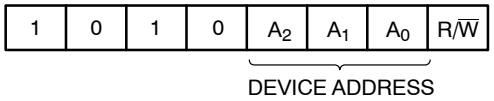

Figure 3. Slave Address Bits
The Master initiates data transfer by creating a START condition on the bus. The Master then broadcasts an 8−bit serial Slave address. The first 4 bits of the Slave address are set to 1010, for normal Read/Write operations (Figure 3). The next 3 bits, A_2, A_1 and A_0, select one of 8 possible Slave devices. The last bit, R/W, specifies whether a Read (1) or Write (0) operation is to be performed.